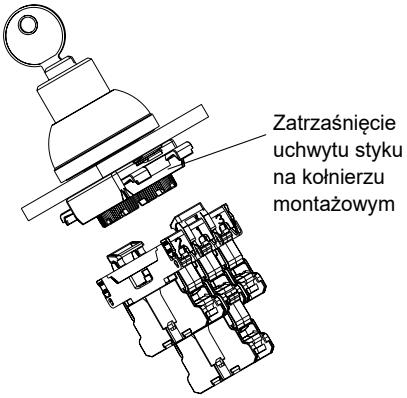

Rys. 3
3. Montaż wstępnie zamontowanego uchwytu styku na kołnierzu montażowym (patrz rys. 3): Zatrzasnąć uchwyt styku po jednej stronie kołnierza montażowego. Następnie powtórzyć czynność po przeciwległej stronie.